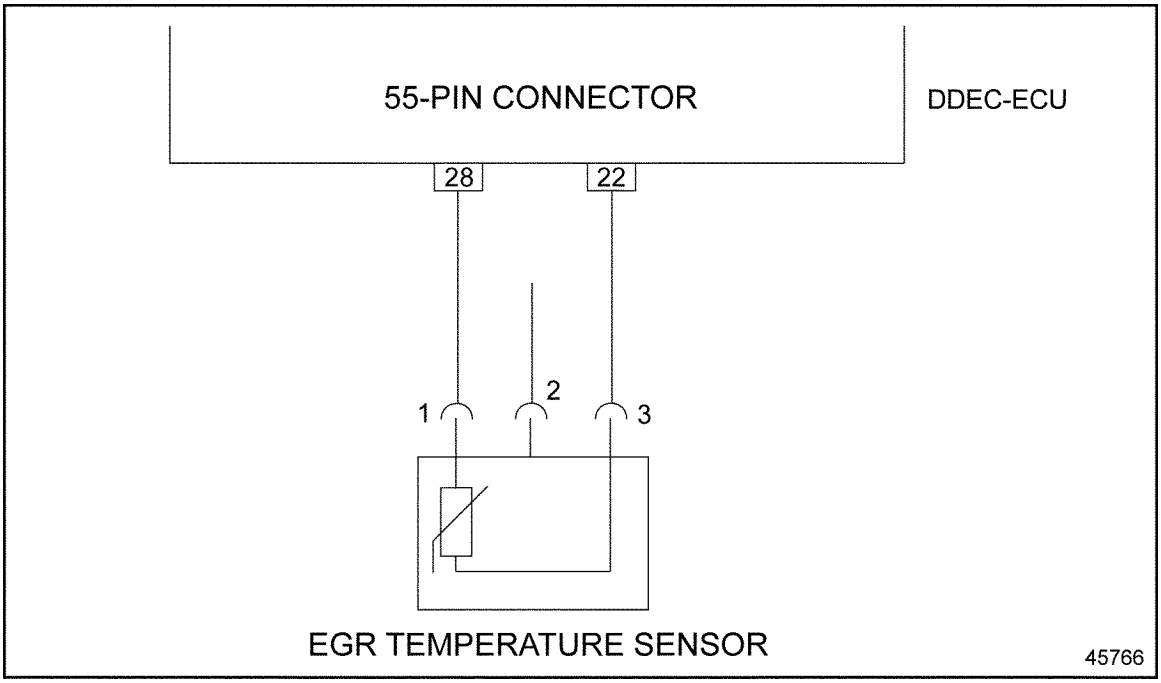

Figure 4-3 EGR Temperature Sensor Pins and 55-Pin Connector Wires
1. Measure the resistance between pins 1 and 3 on the EGR temperature sensor. See Figure 4-3.
2. Measure the resistance between pin 28 of the 55-pin connector and pin 1 of the EGR temperature sensor connector. See Figure 4-3.
3. Measure the resistance between pin 22 of the 55-pin connector and pin 3 of the EGR temperature sensor connector. See Figure 4-3.